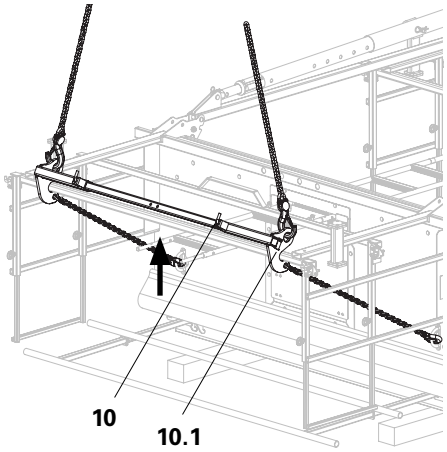

Fig. A11.03
La barre de levage MXP permet de relever des ensembles d'éléments d'une hauteur de H = 5,40 m – 9,00 m des systèmes PERI MAXIMO et PERI TRIO. (Fig. A11.03)
1. Soulever la barre de levage MXP (10) à l'aide de la grue jusqu'à ce que l'anse (10.1) enjambe la lisse. (Fig. A11.03)